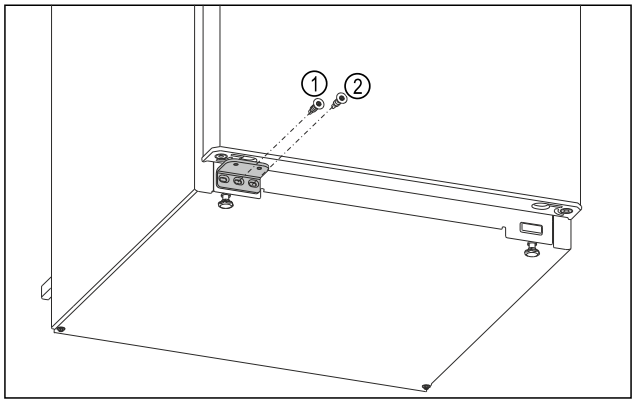

Fig. 17
▶ Skru hængslets midterste skrue *Fig. 17 (1)* fast med Torx 20-skruetrækker.
▶ Skru hængslets inderste skrue *Fig. 17 (2)* fast med Torx 20-skruetrækker.